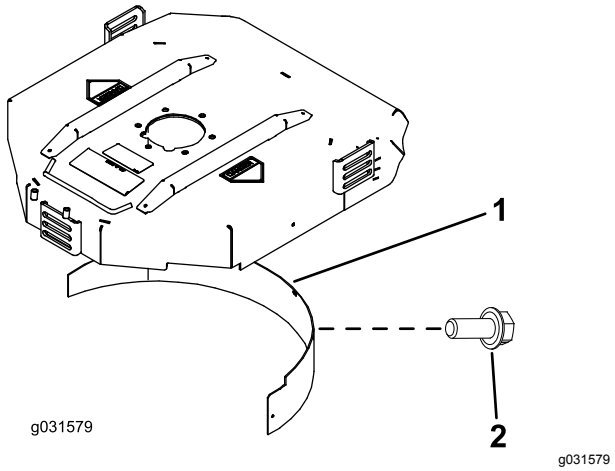

Figur 9
2. Monter kværnafskærmningen i den bageste åbning, og fastgør den med 5 flangehovedbolte (Figur 9).